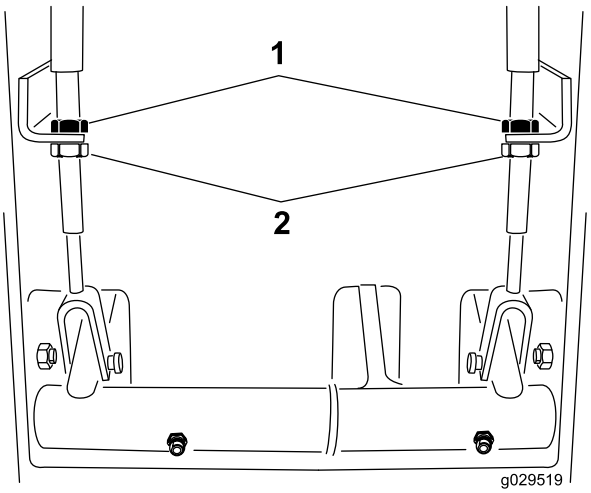

**Figur 74**
2. Minska bromspedalernas rörelseavstånd genom att lossa de främre kontramuttrarna på bromskabelns gängade ände (Figur 74).